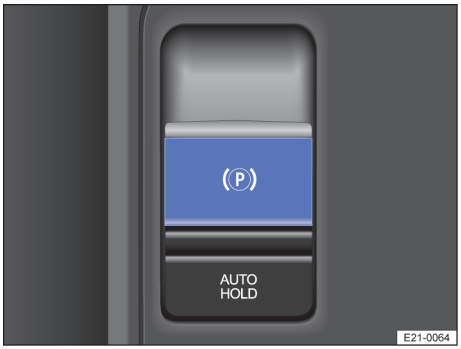

Fig. 121 Dans la console centrale : touche du frein de parking
1. Le véhicule étant à l'arrêt, tirez la touche du frein de parking (P) → fig. 121 et maintenez-la jusqu'à ce que le témoin de contrôle intégré à la touche s'allume en jaune.
Le témoin de contrôle intégré à la touche (P) → fig. 121 s'allume en jaune.
2. Enfoncez la pédale de frein et appuyez sur la touche (P) → fig. 121.
Boîte mécanique : vous pouvez empêcher le desserrage automatique du frein de parking en tirant de manière continue la touche (P) → fig. 121 vers le haut pendant le démarrage.
1. Tirez la touche Ⓟ → fig. 121 et maintenez-la dans cette position. Le véhicule freine fortement. Un signal sonore retentit à ce moment-là.
1. Enfoncez la pédale de frein et appuyez sur la touche Ⓟ → fig. 121.